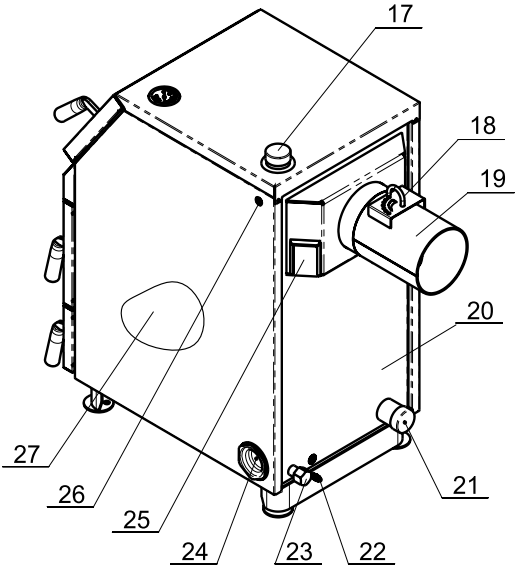

Рис.1 Конструкция отопительного котла
4.6.4. Эксплуатировать котел при неполном заполнении системы отопления водой и с открытыми дверцами (поз.12,13,16) (см. рис.1).
5.1. Котел (рис.1) состоит из корпуса (поз. 20),топки (поз.3), теплообменника (поз. 1), дымохода (поз. 19).
С котла снимается зольная дверца и на ее место устанавливается адаптер с прикрепленной к нему горелкой (поз.2 рис.2). В петли адаптера вставляется ось (поз. 3 рис.2) и фиксируется стопорной шайбой (поз.4 рис.2). С правой стороны адаптер закрепляется петлей и притягивается гайкой-барашком (поз 5,6 рис. 2). Датчик температуры газогорелочного устройства (поз. 8 рис.2) и термоограничитель (поз. 7 рис.2) устанавливаются в соответствующие гнезда под верхним кожухом котла (поз.6 Рис.1). После монтажа на котле газогорелочное устройство подключается к газовой системе.
Запуск газогорелочного устройства и его эксплуатация производится в соответствии с паспортом и руководством по эксплуатации газогорелочного устройства. При этом заслонку (поз. 18 рис. 1) на дымовой трубе открывать не более, чем на половину хода. При нагреве теплоносителя в котле в зоне датчика температуры до заданной на газогорелочном устройстве температуры происходит отключение основных горелок. Запальная горелка при этом работает на автоматическое поддержание заданной температуры теплоносителя, обеспечиваемое термостатом. Предел настройки температуры теплоносителя от +40°С до +90°С. Автоматика поддерживает заданную температуру теплоносителя в котле в пределах ±2°С.